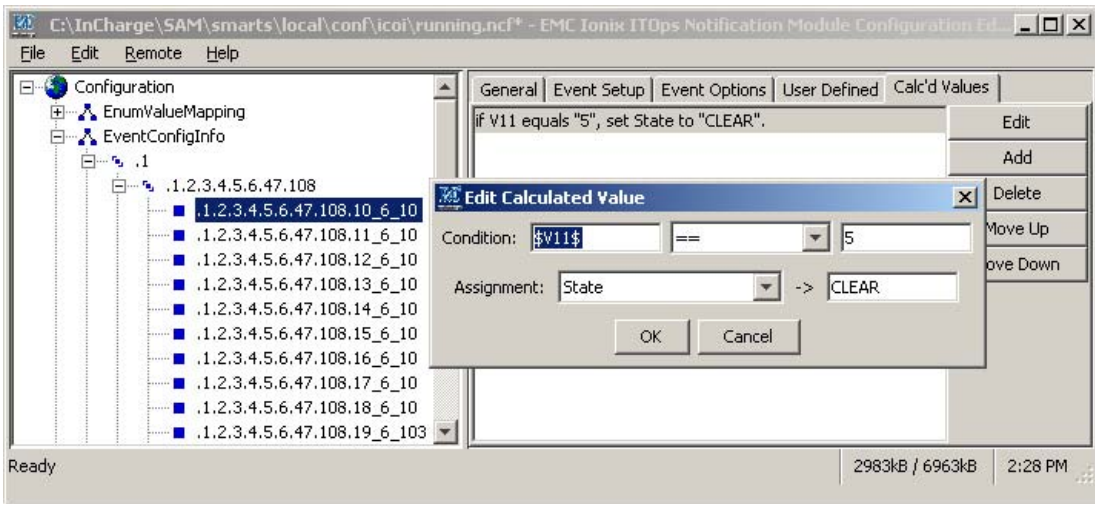

Figure 14 Example of editing a Calculated Value for an ECI
4. Click **Edit**, or double-click the selected calculated value. The **Edit Calculated Value** dialog box appears as shown in Figure 14 on page 41.